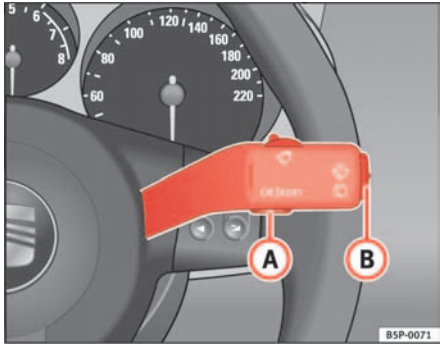

Fig. 39 Windscreen wiper and washer lever: Button A and rocker switch B
A **Service pre-warning** will appear in the mileage displays if a service is due soon. A “spanner” symbol appears and the display “km” with the distance that can be driven until the next service appointment is due. The display will change after approximately 10 seconds. A “clock symbol” appears and the number of days until the service appointment should be carried out. The following information text displayed in the instrument panel display[4)] : **SERV. IN ... KM OR ... DAYS**. The service message will disappear approximately 20 seconds after the ignition is switched on or the engine is running. The normal display can be resumed by pressing the reset button on the trip counter or by pressing the rocker switch of the MFI ⇒ page 61, fig. 39 (B).
– With the ignition switched on, briefly press the button ⇒ fig. 39 (A) on the windscreen wiper lever to move between the two memories.